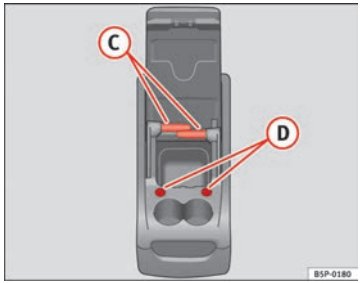

Fig. 112 Mobile storage compartment. Functions
To use the table (C) ⇒ Fig. 112, it must be removed from its compartment in the side of the mobile storage compartment and fitted into slot (D) ⇒ Fig. 112 on the front section of the mobile storage compartment. ▶